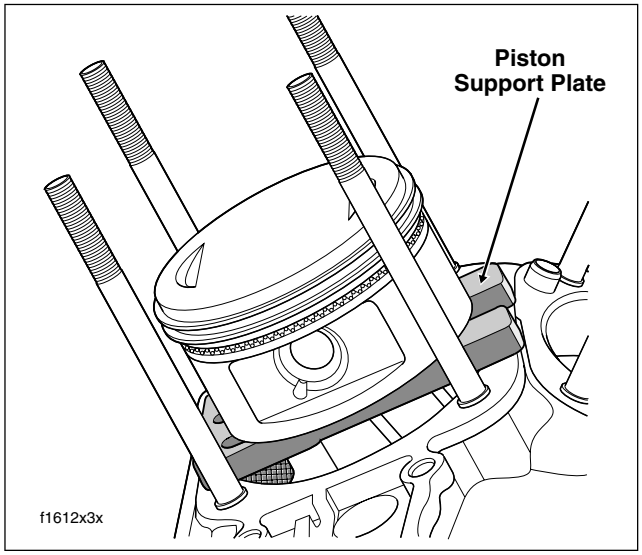

Figure 3-30. Install Piston Support Plate
c. Rotate engine until piston skirt is centered and firmly seated on top of support plate. See Figure 3-30.